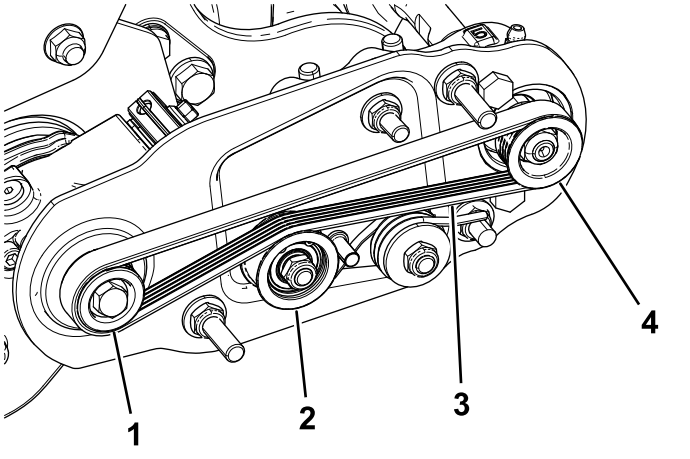

Рисунок 16
- Обведите ремень вокруг **ведущего** шкива, а затем проложите по верхней части натяжного шкива (Рисунок 16).